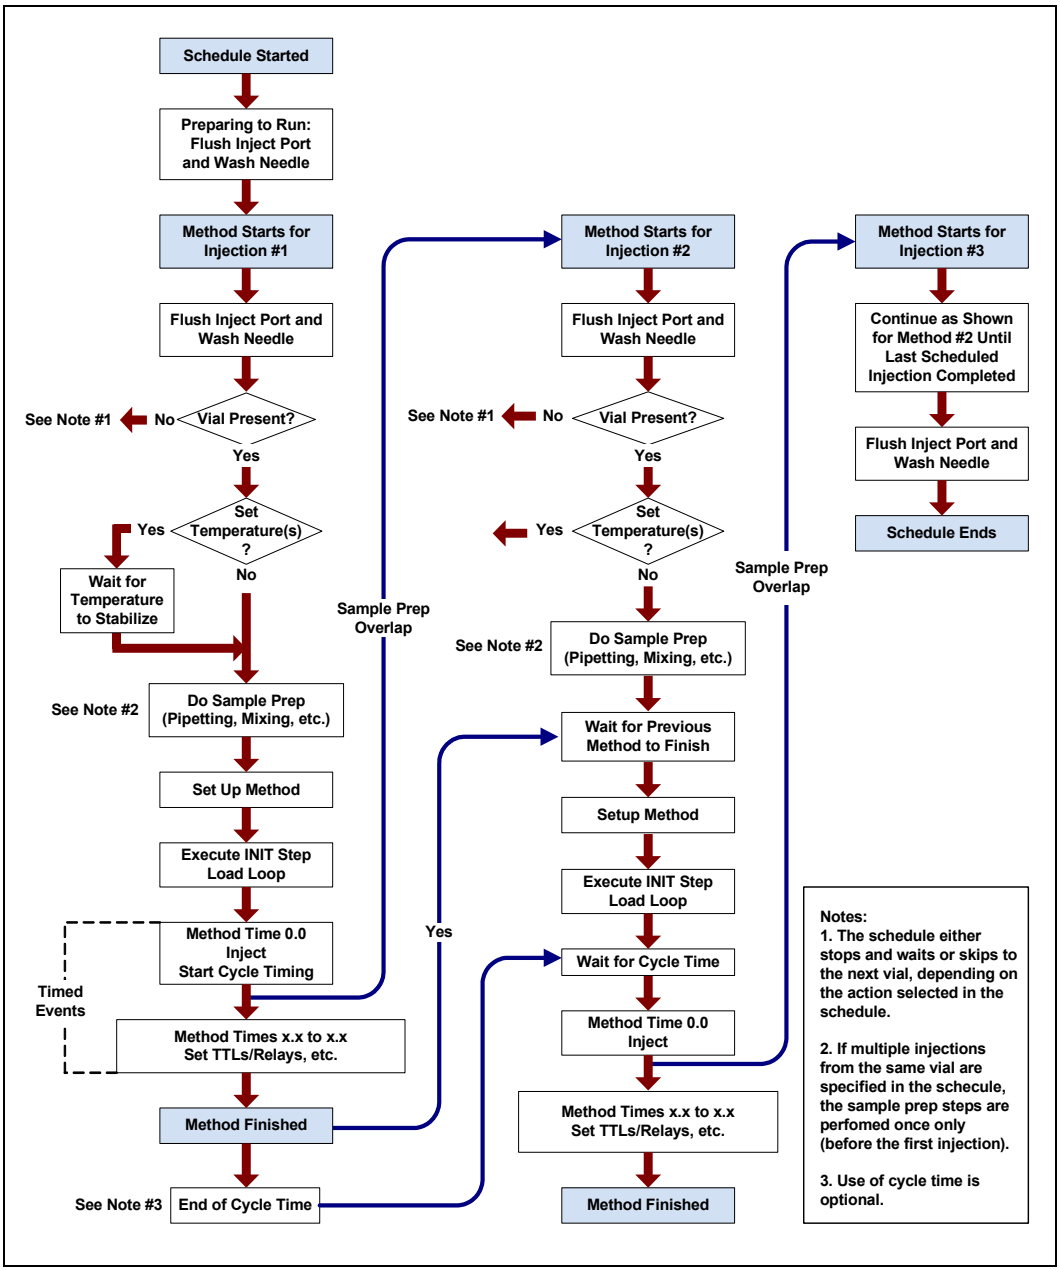

Figure 2-20. Order of Events During a Schedule Run (Wait Disabled)
For details about the order of events during a schedule when the wait operation is disabled, see Figure 2-20.
- Figure 2-20 shows the order of events during a schedule when the wait operation is disabled.